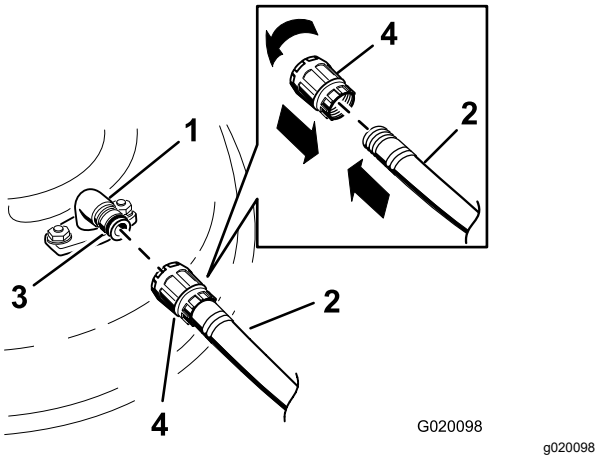

Rysunek 79
3. Podłącz złącze węża do przyłącza czyszczenia maszyny i włącz przepływ wody z dużym natężeniem (Rysunek 79).